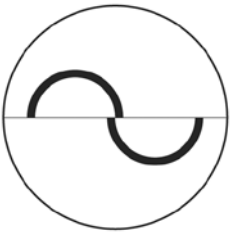

Abbildung IU-10
5. Erhöhen Sie den Druck auf das Auge schrittweise durch Drehen an der Trommel, bis sich die beiden Innenränder der Fluoresceinringe gerade so berühren. Siehe Abbildung IU-10.